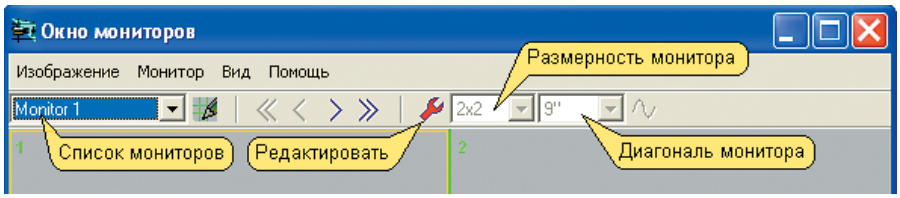

Рис. 15. Панель инструментов окна мониторов
Выберите окно мониторов. В открывшемся окне мониторов на панели инструментов (Рис. 15) щелчком мыши по кнопке **Редактировать** включите **Режим редактирования монитора**. Кнопка должна выглядеть утопленной. В окошке **Размерность монитора** выберите **2x2** для одновременного вывода изображений одинакового размера от четырех телекамер. В окошке **Диагональ монитора** выберите диагональ физического монитора, например 9 дюймов.
7. Если ячеек на текущем мониторе не хватает, можно увеличить количество одновременно выводимых изображений на текущем мониторе в окошке **Размерность монитора** или задействовать дополнительный монитор, выбрав новый монитор в ячейке **Список мониторов** (Рис. 15).